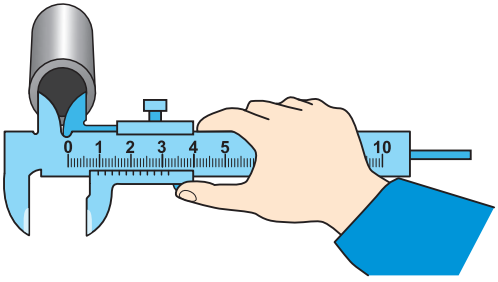

Рис. 87. Измерение внутренних размеров детали
1) Ослабив винт рамки, разводят верхние губки в стороны на размер, меньший, чем размер измеряемой детали (рис. 87).